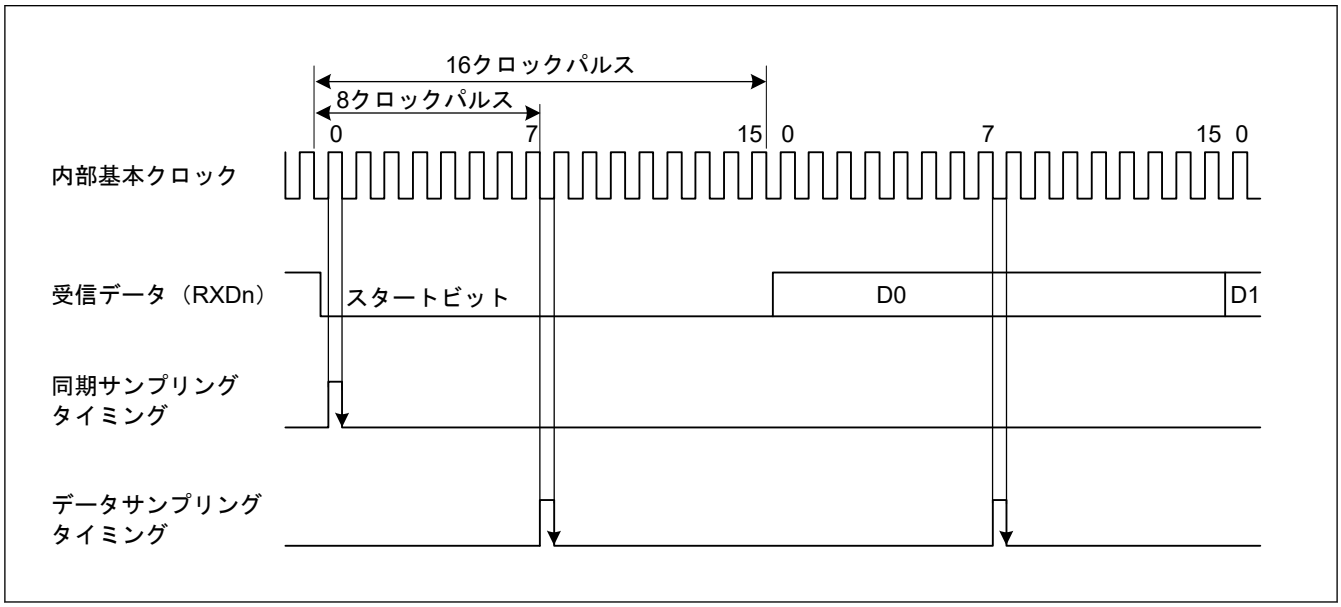

図 24.4　調歩同期式モードでの受信データサンプリングタイミング
また、図 24.4 に示すように、受信データは基本クロックの 8 パルス目(注1)の立ち上がりエッジでサンプリングされるため、各ビット（サンプリング時間を調整しない場合（SPTR.ASEN = 0））の中間でデータが取り込まれます。調歩同期式モードでの受信マージンは以下の式 (1) のように表すことができます。
スタートビットの決定条件は、Low 状態がビットの中間点より後ろまで続くことです。サンプリングタイミングと同様です。図 24.4 では、スタートビットを検出するためには Low 状態が 8 サイクルより長く続く必要があります。Low 状態が 8 サイクルより長く続かなかった場合は、IP はこれをノイズと判断します。したがって IP はスタートビットの受信待機をしません。